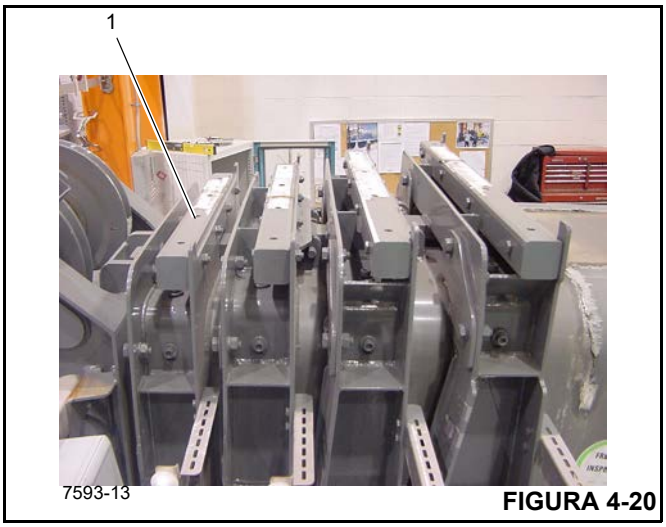

FIGURA 4-20
**8.** Remova a tira de proteção do cabo (1) (Figura 4-20) da parte dianteira superior do flange na frente da seção.